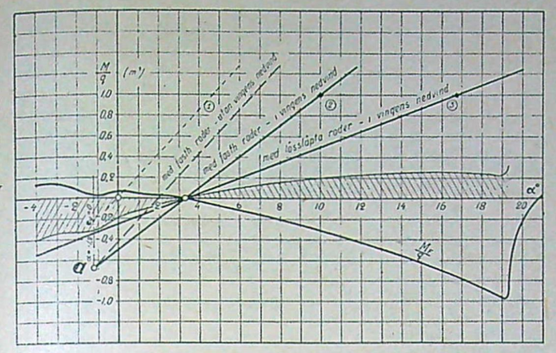

Fig. 36.
På fig. 36 är anfallsvinkeln avsatt på horisontal- och $\frac{M}{q}$-värdena på vertikalaxeln. Vingmomentets kurva ritas som funktion av α efter data ur tabellen XVIII kolumn (8) — denna kurva är betecknad med "$\frac{M_F}{q}$". Stabiliserande momentets kurva utgör en rak linje, vars lutning mot α-axeln är bestämd genom stigningen $0{,}213 \cdot \frac{M}{q}$ för varje 1° på α.
vilken punkt på fig. 36 markeras med (1). En igenom denna punkt och axlarnas 0-punkt gående rak linje har den beräknade lutningen mot α-axeln, *men* — stabiliseringsytan har icke samma anfallsvinkel som vingen, varför kurvan ska flyttas.
Som fig. 36 visar, korsar $\frac{M_F}{q}$ kurvan med α-axeln vid $\alpha = 3{,}3°$, dvs., är vingens anfallsvinkel i flykt 3,3°, så är vingmomentet = 0. Ritar man nu stabiliseringsytans verkliga momentkurva med stigningen = 0,149 så, att även denna korsar α-axeln vid $\alpha = 3{,}3°$, så är likadant dess moment där = 0. Vid den
Nu kan man efter fig. 36 undersöka flygplanets stabilitetsförhållanden. För bättre översyn är där utritade även från kurvan av resulterande vingmoment och stabiliserande moment, vilken begränsar de linjerade ytorna från ena sidan. De linjerade ytorna betecknar skillnaden mellan vingmoment och stabiliserande moment. (Enstaka punkten för kurvan av resulterande moment beräknas när vingmoment subtraheras från stabiliserande mom. vid en rad anfallsvinklar.)
Flygplanet är längdstabilt, såvida anfallsvinkelns ökning på vingen framkallar ett framtungt resulterande moment, vilket motverkar svängrörelsen om flygplanets tyngdpunkt. Detta krav är förverkligat, när resulterande momentets kurva från skärningspunkten med α-axeln stiger till höger — så har man den på fig. 36, där den linjerade ytan betecknar stabiliserande momentets "överlägsenhet" i förhållande till vingmomentet.
Som det ur fig. 36 framgår är det beskrivna flygplanet stabilt med lössläppta höjdroder. Med fasthållet roder är stabiliteten säkert borgad, därför att momentkurvan "med fasthållet roder i vingens nedvind" stiger mycket brantare. Men — man vet ännu inte hur stabiliseringsytans profilkorda placerar sig i förhållande till vingens profilkorda — stabiliserande momentens kurvor är inritade endast med hänsyn till deras skärningspunkt med α-axeln, dvs *beroende av vingens anfallsvinkel.*